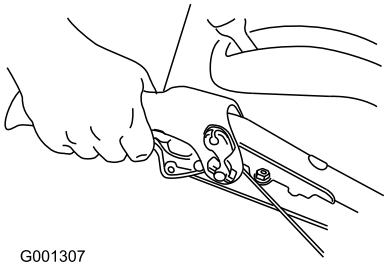

Figura 13
4. Per procedere in avanti, azionate la trasmissione della trazione e premete lentamente la leva della trazione di sinistra verso la stegola (Figura 13).